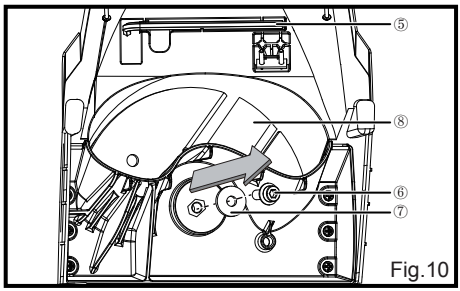

Fig.10
- Take out the Allen key (⑤) from the recess in the housing inside the shredder. Use the Allen key to loosen the Allen bolt (⑥) anticlockwise in the center of the blade plate. Remove the Allen bolt and the washer (⑦). Remove the blade (⑧) from its seat (Fig. 10).